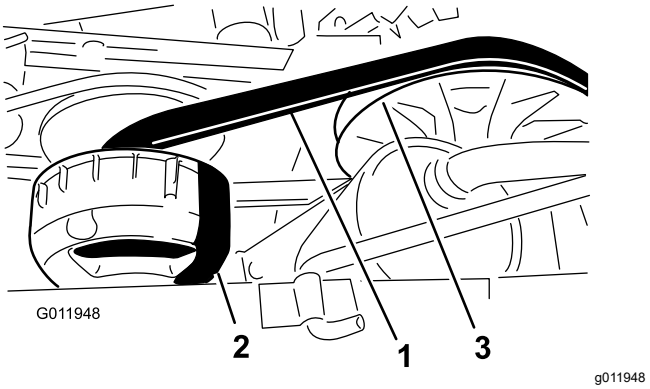

Figur 69
4. Drej og efterse remmen (Figur 69) for tegn på overdreven slid eller skader.
3. Drej remmen, og før den over den sekundære kobling (Figur 69).
4. Fjern remmen fra den primære kobling (Figur 69).
5. Placer den nye rem over den primære kobling (Figur 69).
6. Drej remmen, og før den over den sekundære kobling (Figur 69).